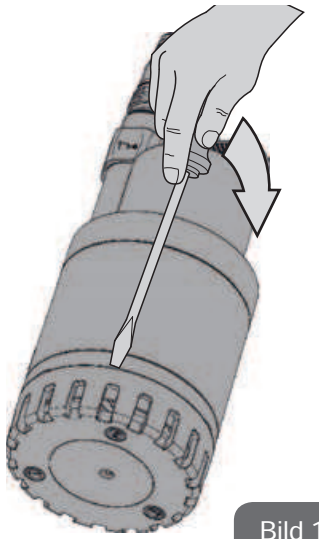

Bild 10
- Das Ansauggitter mit Hilfe eines zwischen Mantel der Pumpe und Ansauggitter als Hebel angesetzten Schraubendrehers aufhebeln (Abb.10).
• Das Ansauggitter mit Hilfe eines zwischen Mantel der Pumpe und Ansauggitter als Hebel angesetzten Schraubendrehers aufhebeln (Abb.10).